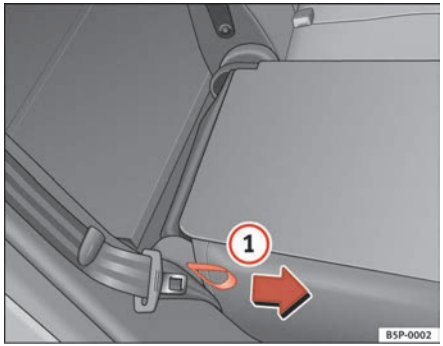

Fig. 99 Folding or opening the front seat backrests
– Pull the loop on the side of the seat ⇒ fig. 99 (1) in the direction of the arrow and lift the seat backrest into position.